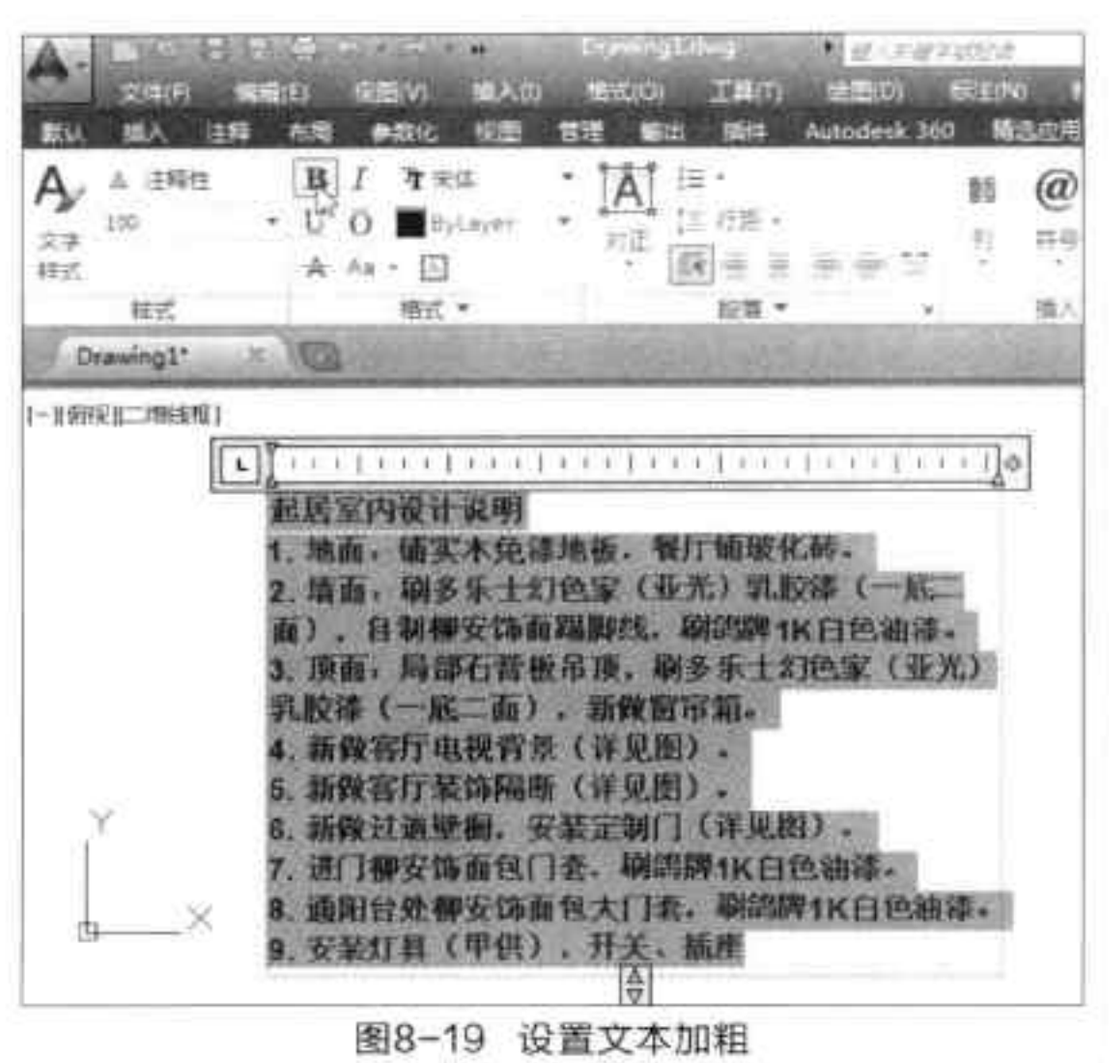

图8-19 设置文本加粗
Step 01 双击所需设置的段落文本，执行“文字编辑器 > 格式 > 加粗”命令，将文本字体加粗，如图 8-19 所示。